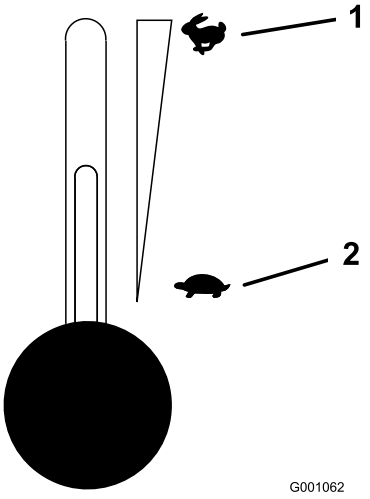

Figuur 13
5. Zet de gashendel in de middelste stand (Figuur 13).
2. Zet de gashendel halverwege tussen LANGZAAM en SNEL (Figuur 13).